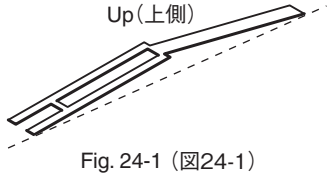

Fig. 24-1 (図24-1)
* ***Be careful of the direction of the spring. It should be installed with its projecting end facing upward. (Fig. 24-1)***
※ **スプリングの向きに注意してください。スプリングは、図 24-1 のように上側が凸になるように取り付けます。**